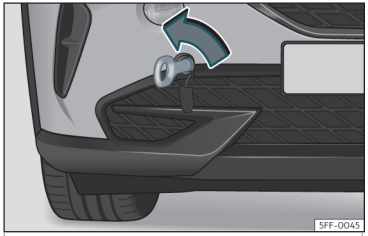

Fig. 44 Right side of the front bumper: towline anchorage in position.
- Screw the towing eye in the housing by turning it as far as it will go **anticlockwise** >>> **Fig. 44** >>> ❗. Use a suitable object that can completely and securely tighten the towing eye in its housing.